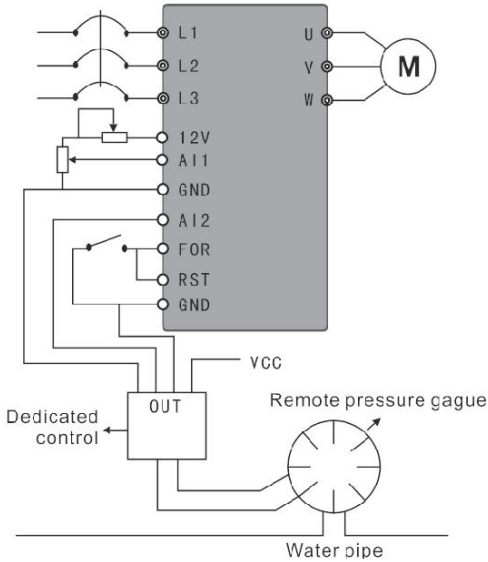

Figura F-6 Alimentazione idrica a pressione costante – Manometro remoto
(2) Utilizzare un manometro remoto da 0-10 kg; se necessario, utilizzare un terminale esterno per controllare il funzionamento e arrestare e impostare il valore target tramite potenziometro. Come mostrato nella Figura F-6.